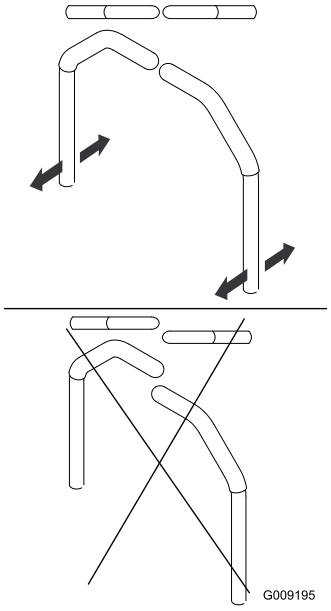

Figur 75
4. Juster håndtagenes position på langs ved at sætte håndtagene sammen i neutral position og skubbe til dem, indtil de er placeret korrekt. Stram derefter boltene (Figur 75).